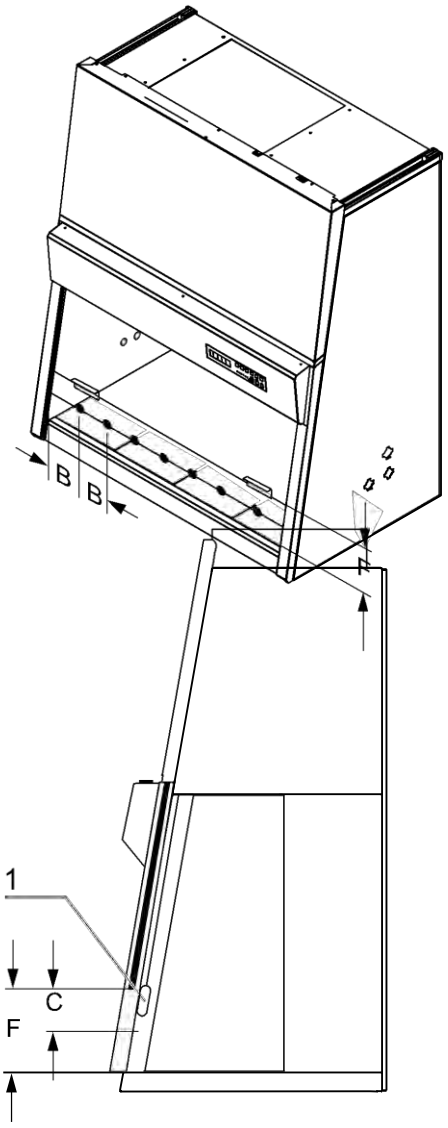

**图 8-1.** 收窄窗口测试方法
3. 将温差测速计探头插到支架上，固定到工作窗口表面，密封好。见图8-1. 调整探头位置，使得空气从窗口中心流经它(37.5 mm)。